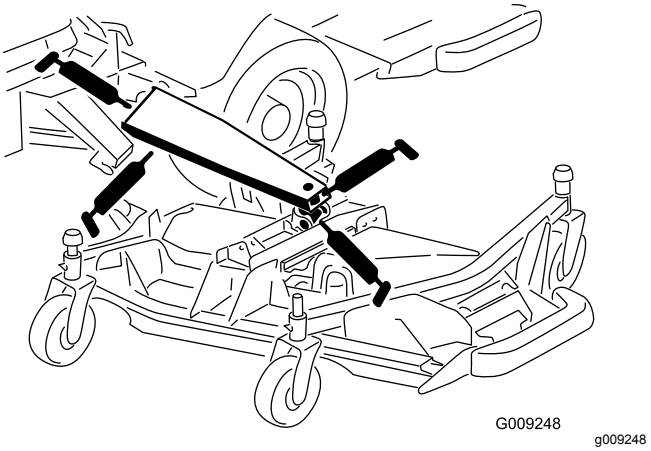

**Figur 92**
- 3 huvudlyftarmsbussningar (Figur 92)
- 1 lyftcylinderbussning (Figur 92)